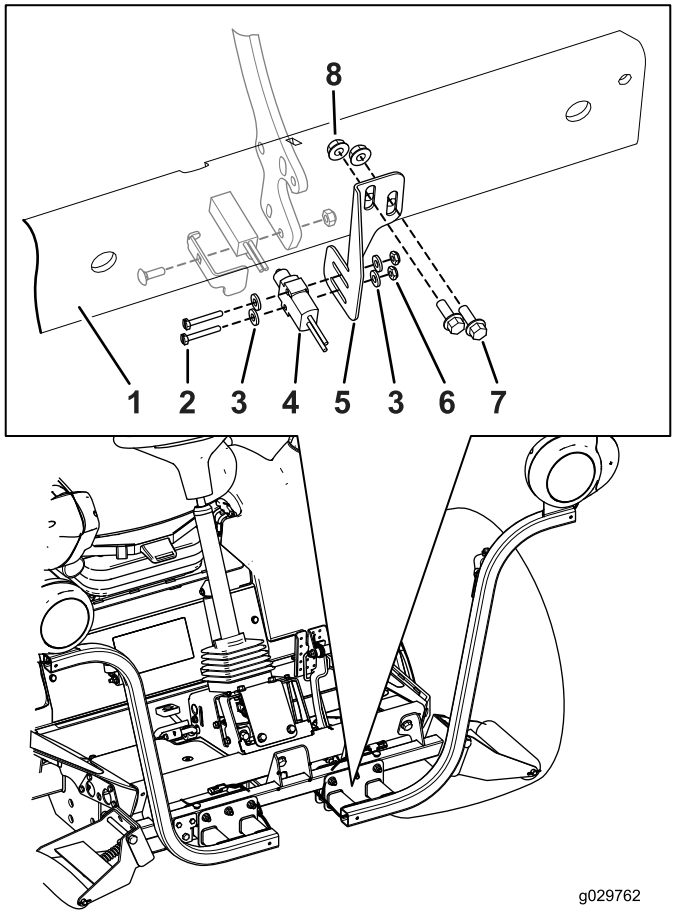

Figur 17
Bemærk: Du skal flytte bremsesensorbeslaget op eller ned for at rette bremsesensoren ind efter bremsesensorpladen (Figur 17).
4. Monter løst bremsesensoren på bremsesensorbeslaget med de 2 kærvskruer (nr. 6 x 1 tomme), 2 spændeskiver og 2 flangemøtrikker (Figur 17).